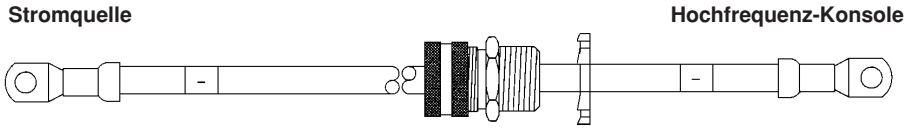

Abbildung 3-11 Negativ-Leitung (-)
② Negativ-Leitung (-) (Abb. 3-11)